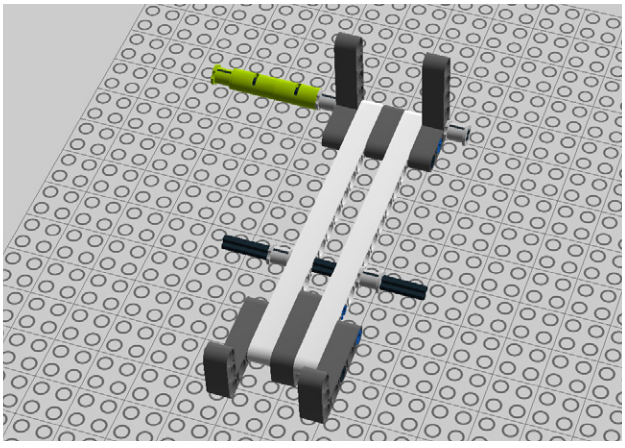

Figure 5-86. *Step 79: Adding two tubes and a bush*
79. Now you need two tubes and a bush (Figure 5-86).